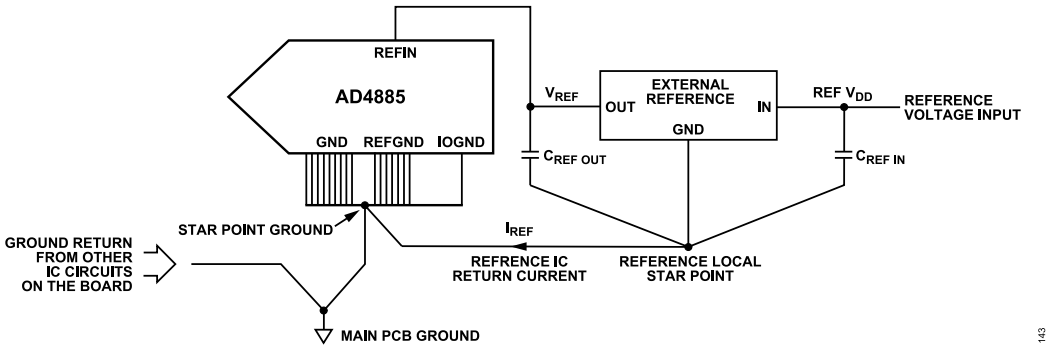

Figure 144. AD4885 External Reference Ground Connections
- Recommended connections of ground (GND), reference ground (REFGND), and digital ground (IOGND) connections are shown in Figure 144. It is recommended not to keep the current return path of the reference IC in the same current loop as the current return loop from other circuitry on the PCB. Connect the reference local star point to the ADC star point ground on the top layer of the PCB, as shown in Figure 144.